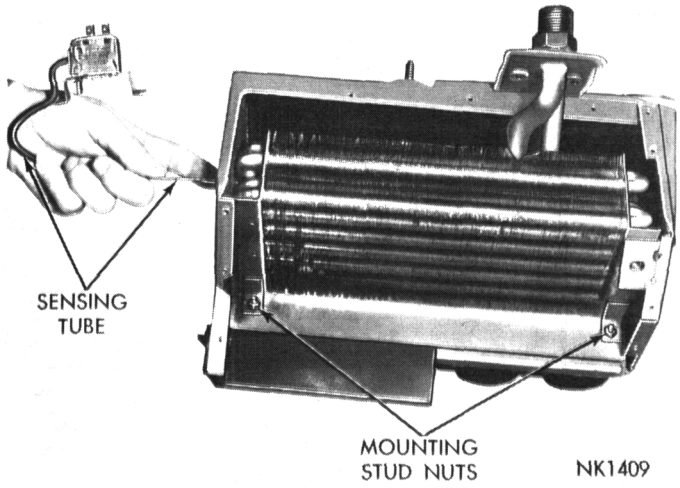

Fig. 93—Installing Capillary Sensing Tube
(1) Position evaporator in the case and secure with attaching stud nuts.
(2) Place a small bead of sealer on case flange, install case cover and secure the attaching screws. Remove any excess sealer.
(3) Carefully install capillary sensing tube through the case into the evaporator **to the full depth** (Fig. 93). Position evaporator temperature control switch and secure with attaching screws (Fig. 93).
(4) Install defroster actuator and cement the weatherseal around air outlet opening.
(5) Position evaporator assembly on the dash panel and install the stud nuts that attach the assembly to dash panel.
(6) Install blower motor wires and air tube.